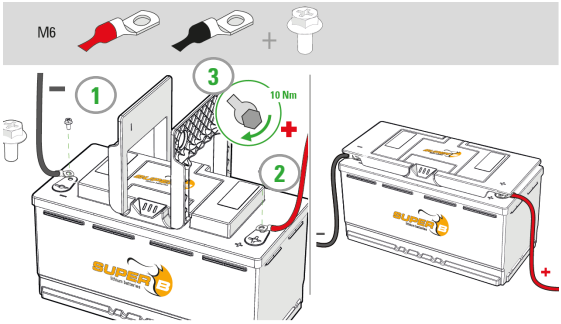

Figura 12. Conectar accesorios a los terminales.
1. Conecte el polo positivo del cable de alimentación del pequeño consumidor al terminal X2 (+) de la batería de iones de litio (figura 12) . Utilice el perno M6 incluido.
2. Conecte el polo negativo del cable de alimentación del pequeño consumidor al terminal X1 (-) de la batería de iones de litio (figura 12). Utilice el perno M6 incluido.